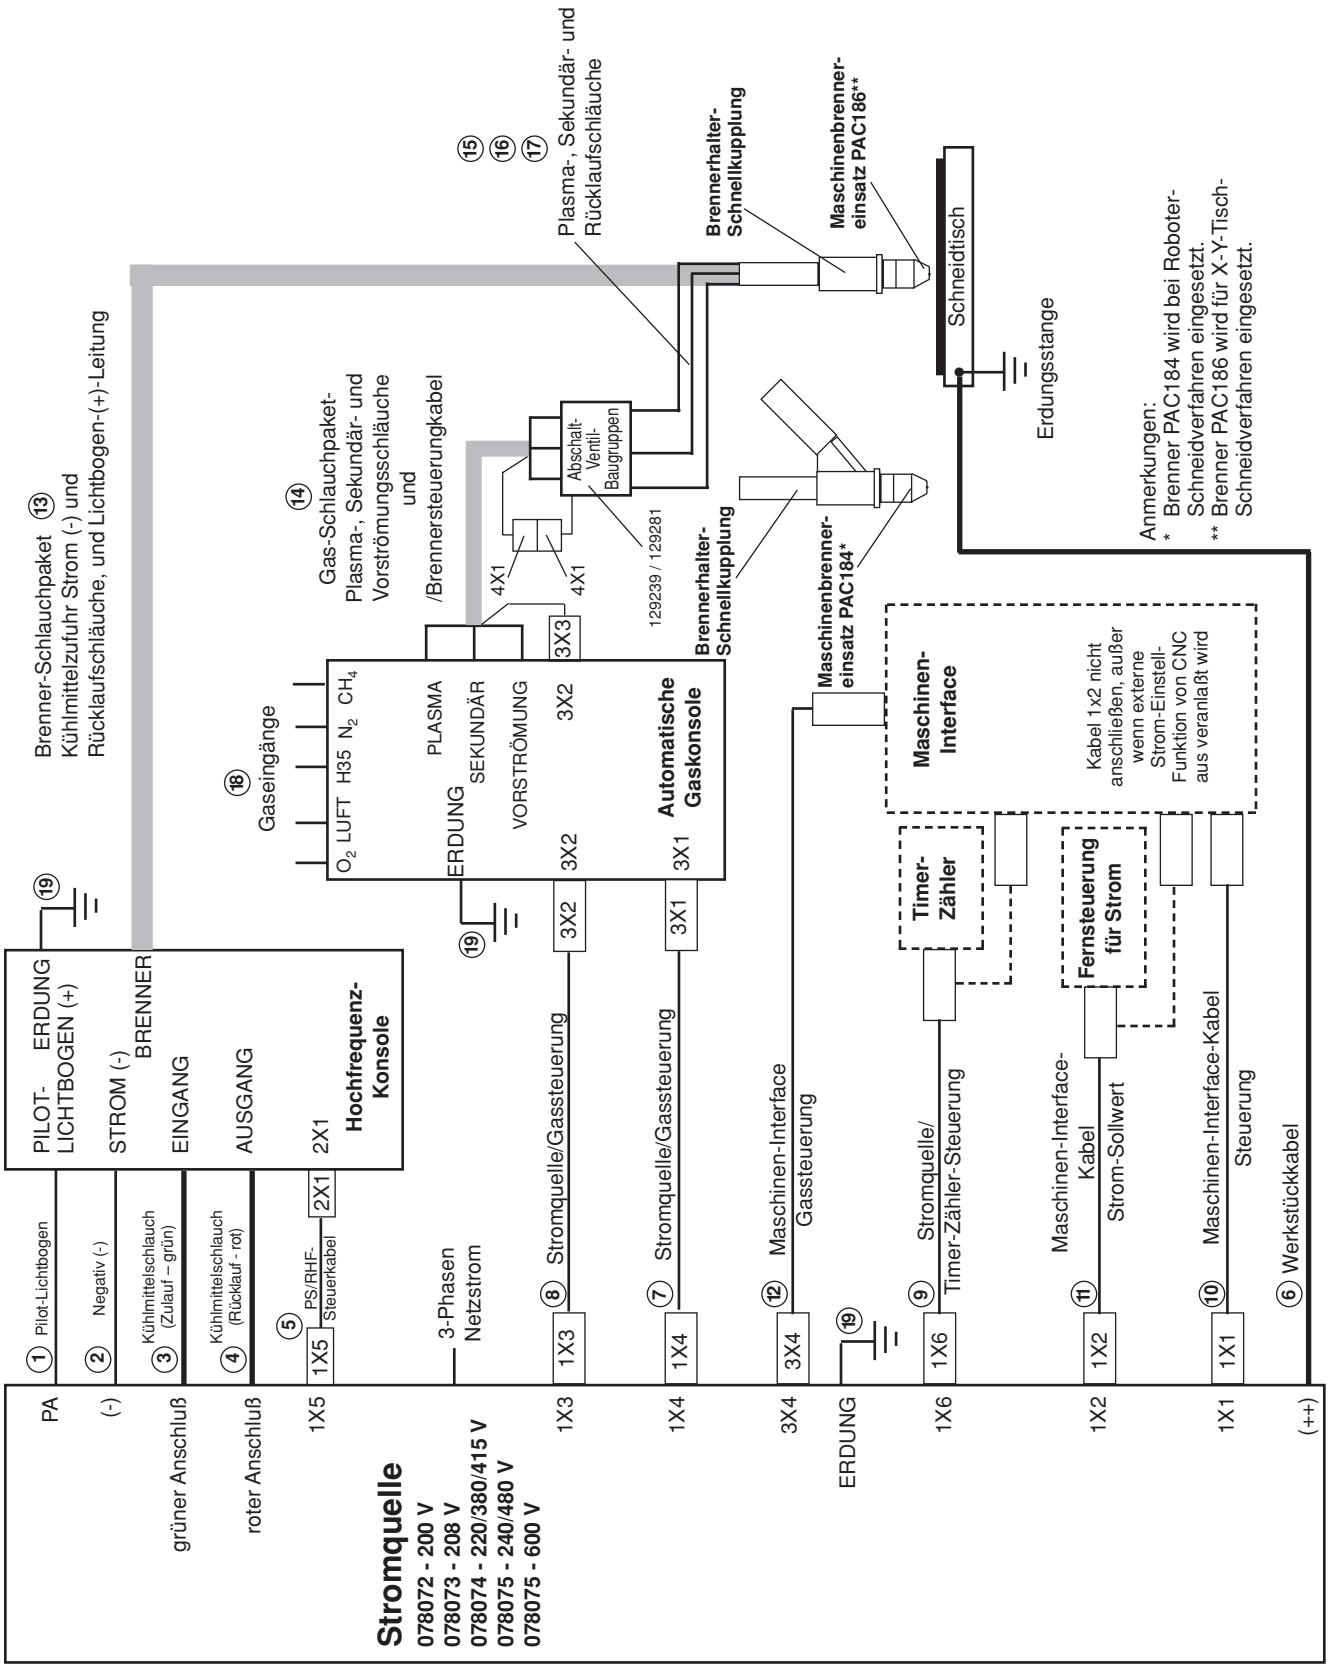

Abbildung 3-8 Diagramm der Verbindungen bei der HD3070-Anlage mit automatischer Gaskonsole
Die nachfolgenden Verfahren bezüglich der Verbindung der Kabel, Schläuche sowie des Schlauchpaketes werden durch das Anlagen- Verbindungs-Diagramm, Abb. 3-8, unterstützt. Außerdem werden Zeichnungen jeder Einheit zur Verfügung gestellt, aus denen ersichtlich ist, wo die Verbindungen vorzunehmen sind und weitere Zeichnungen mit den Kabeln, Schläuchen und Schlauchpaketen.
1. Das eine Ende des Kabels durch die Kabelbohrung an der Rückseite der Stromquelle führen und an den Werkstückkabel (++) anschließen (Abb. 3-8).
2. Das andere Ende des Kabels an die Erdungsstange für den Arbeitstisch oder an den Arbeitstisch anschließen. Es ist sicherzustellen, daß ein guter Metall-auf-Metall-Kontakt hergestellt wurde (Abb. 3-8).